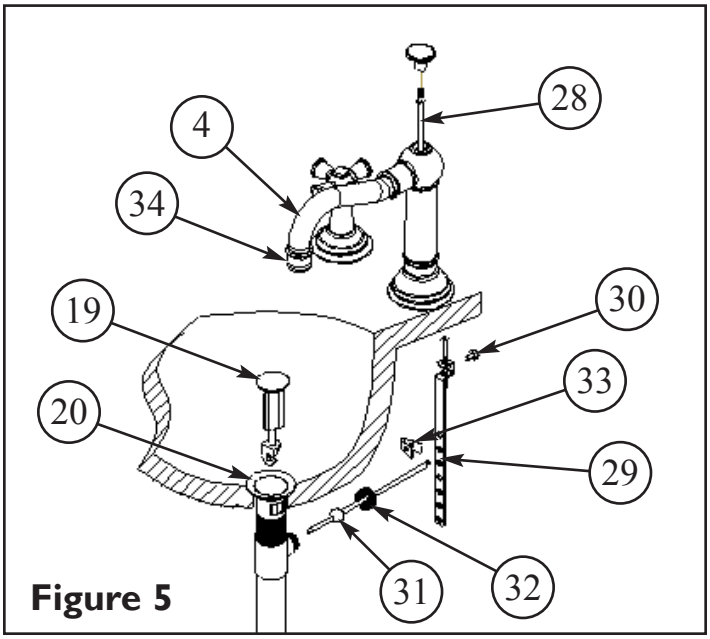

Figure 5
6. Place drain PLUG (19) into FLANGE (20). Insert pop-up ROD (28) through spout and secure to STRAP (29), approximately 1" from end of ROD (28), with SCREW (30). Insert ball ROD (31) into the drain's rod opening, secure with ball rod NUT (32). Adjust the rise of the plunger and CLIP (33) into place. Adjust ball ROD (31) and pop-up ROD (28) so drain will open and close properly. **See Figure 5**.
7. Remove AERATOR (34) from SPOUT (4). Turn on water supply, and flush both valves until water is clear. Check for leaks and make any final adjustments required. Re-attach aerator (34) to SPOUT (4).